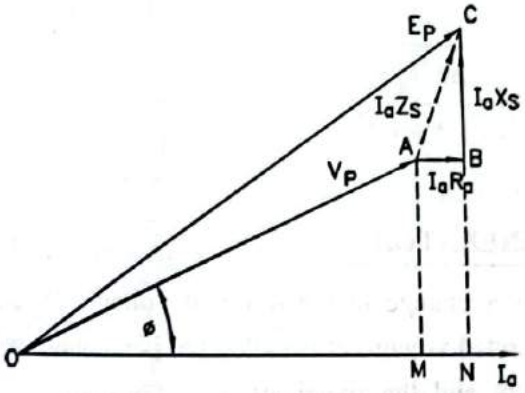
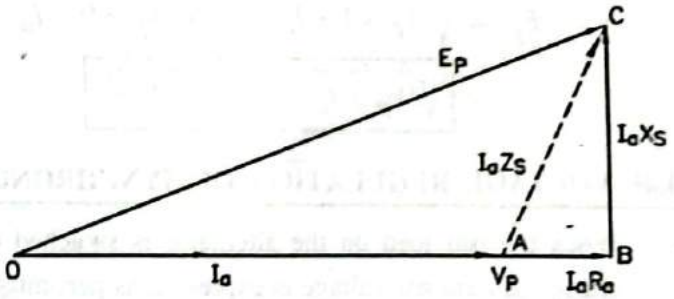
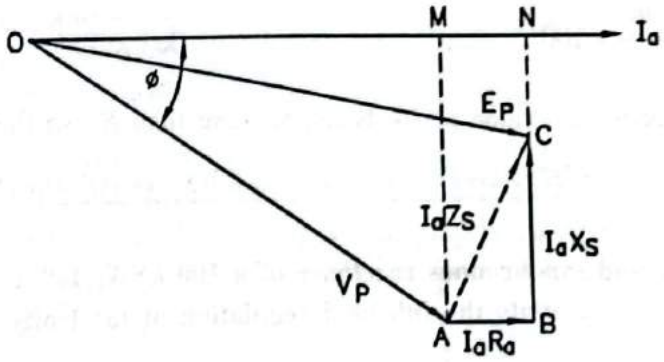

FIG. 4.59 : VECTOR DIAGRAM FOR LAGGING POWER FACTOR
FIG. 4.60 : VECTOR DIAGRAM FOR UNITY POWER FACTOR
FIG. 4.61 : VECTOR DIAGRAM FOR LEADING POWER FACTOR
- In Fig. 4.59, 4.60 and 4.61 vector diagrams taking current as reference vector are shown. In Fig. 4.59 vector diagram for lagging power factor, in Fig. 4.60 for unity power factor and in Fig. 4.61 the vector diagram for leading power factor are shown.
- From the vector diagram we can obtain the expression for the induced emf $E_p$. Refer Fig. 4.59.
- From vector diagram for unity power factor shown in Fig. 4.60,
- From vector diagram for leading power factor shown in Fig. 4.61,